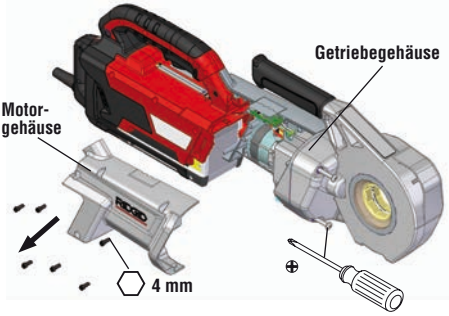

**Abbildung 2 – Entfernen des Motorgehäuses**
2. Alle Schrauben vom Motorgehäuse entfernen. Die zwei Schrauben am Getriebegehäuse entfernen. Das Motorgehäuse entfernen. *(Siehe Abbildung 2).*